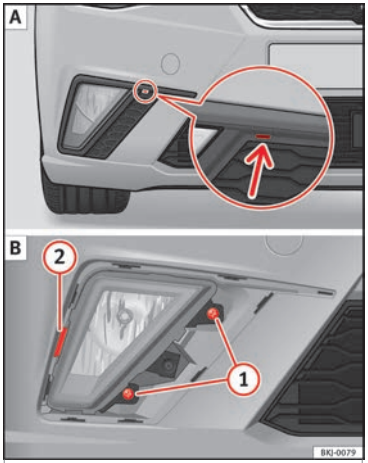

**Fig. 117** Front fog light.
1. Lever the groove with a screwdriver ››› **Fig. 117** A (arrow). Next, remove the clips located on the edge of the grill, levering them gently.
2. Remove the two bolts (1) B and lever on the clip (2) to remove the fog light.